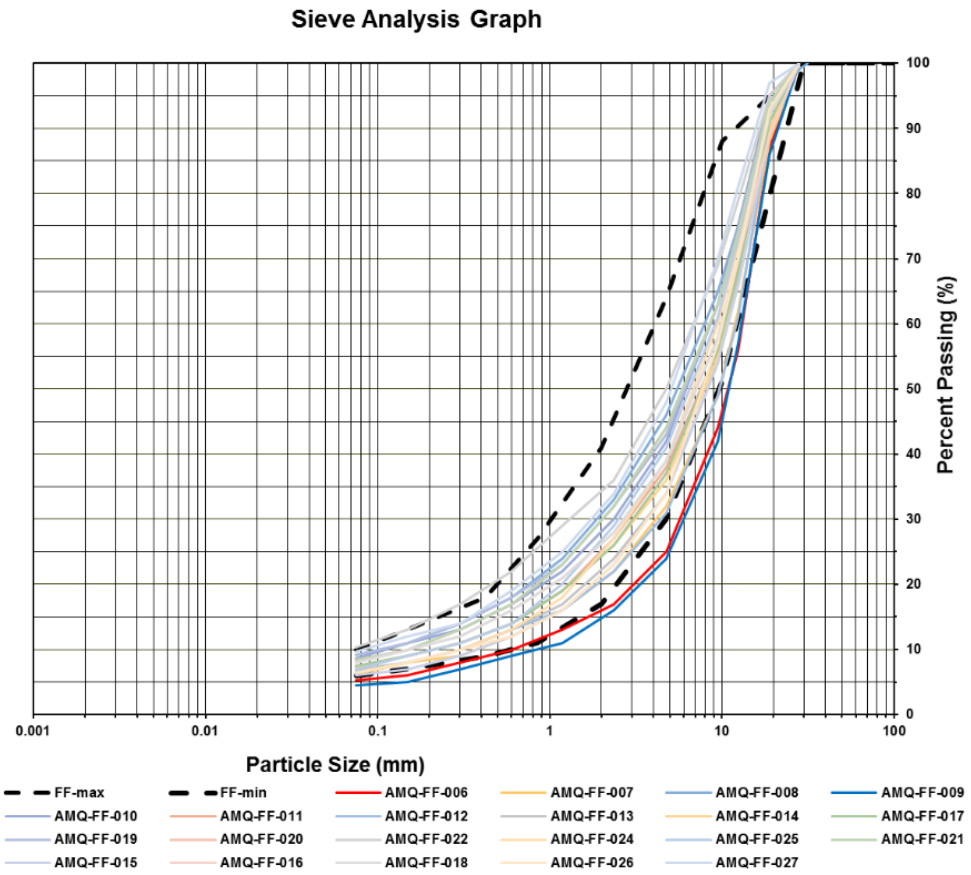

Figure 1: Summary of gradation test result for fine filter
- **Review of gradation test results completed by QC: summary of the gradation tests completed so far is shown in Figure 1. As shown in Figure 1, all except two of the gradation test result all gradation test results meet fine filter specification. Even the two samples show minor deviation from the specification. The gradation of the coarse filter sampled at sta. 0+160 also meets the specification.**